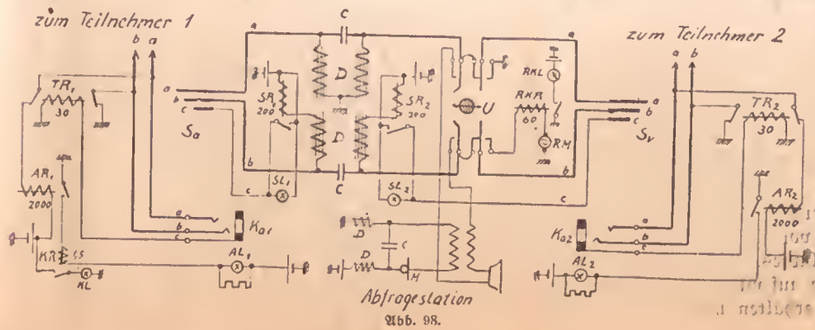

Abb. 98.
Nun können wir auch die Wirkungsweise eines Zentralumschalters für ZB.-Betrieb verstehen. Die Schaltung Abb. 98 ist nicht ganz so einfach und erfordert genaues Studium. Hier wie bei allen Amtsstromlaufzeichnungen, auch bei denen für Automatik, ist immer vorausgesetzt, daß der + Pol der Zentralbatterie geerdet ist. Dadurch erspart man in der Zeichnung zahlreiche Verbindungen, da man statt der Rückleitung nur immer einen Erdanschluß zu zeichnen hat. Wir verfolgen jeden Stromkreis vom — Pol der Batterie zur Erde. Dabei dürfen wir uns von den verschiedenen Batteriezeichen nicht irre machen lassen, es handelt sich dabei immer um ein und dieselbe Zentralbatterie, die nur zur Ersparung von Verbindungen immer wieder gezeichnet worden ist, wo ein Anschluß an sie nötig war. Wie auf Abb. 90 unterscheiden wir hier deutlich die Klinkenschaltung rechts und links und die Verbindungsschnurpaarschaltung in der Mitte.
Wenn der linke Teilnehmer (1) aushängt, so fließt (Abb. 98) von der Zentralbatterie ein Strom über das Anrufrelais des Teilnehmers AR_1, den linken Kontakt des Trennrelais TR_1, die a-Leitung zur Teilnehmerstation, auf der b-Leitung zurück und über den rechten TR-Kontakt zur Erde. Das Anrufrelais zieht an und schließt damit folgenden Stromkreis: ZB— Anrufslampe AL_1 — Kontrollrelais KR — Kontakt des AR_1 — Erde. Das KR hat nur geringen Widerstand (die Zahlen an den Relais geben den Widerstand in Ohm an!), die Anrufslampe leuchtet also hell zum Zeichen des erfolgten Anrufs. Das Kontrollrelais KR ist auf jedem Arbeitsplatz nur einmal vorhanden. Es spricht immer an, wenn ein Anruf erfolgt, auch wenn die Anrufslampe AL vielleicht nicht leuchtet, weil sie durchgebrannt ist. Dann fließt noch ein Strom über den ihr parallel geschalteten Sicherheitswiderstand, und das Kontrollrelais KR „kommt". Das Kontrollrelais schaltet die auch nur einmal vorhandene Kontrollampe KL des Arbeitsplatzes ein, unter Umständen in großen Zentralen mit